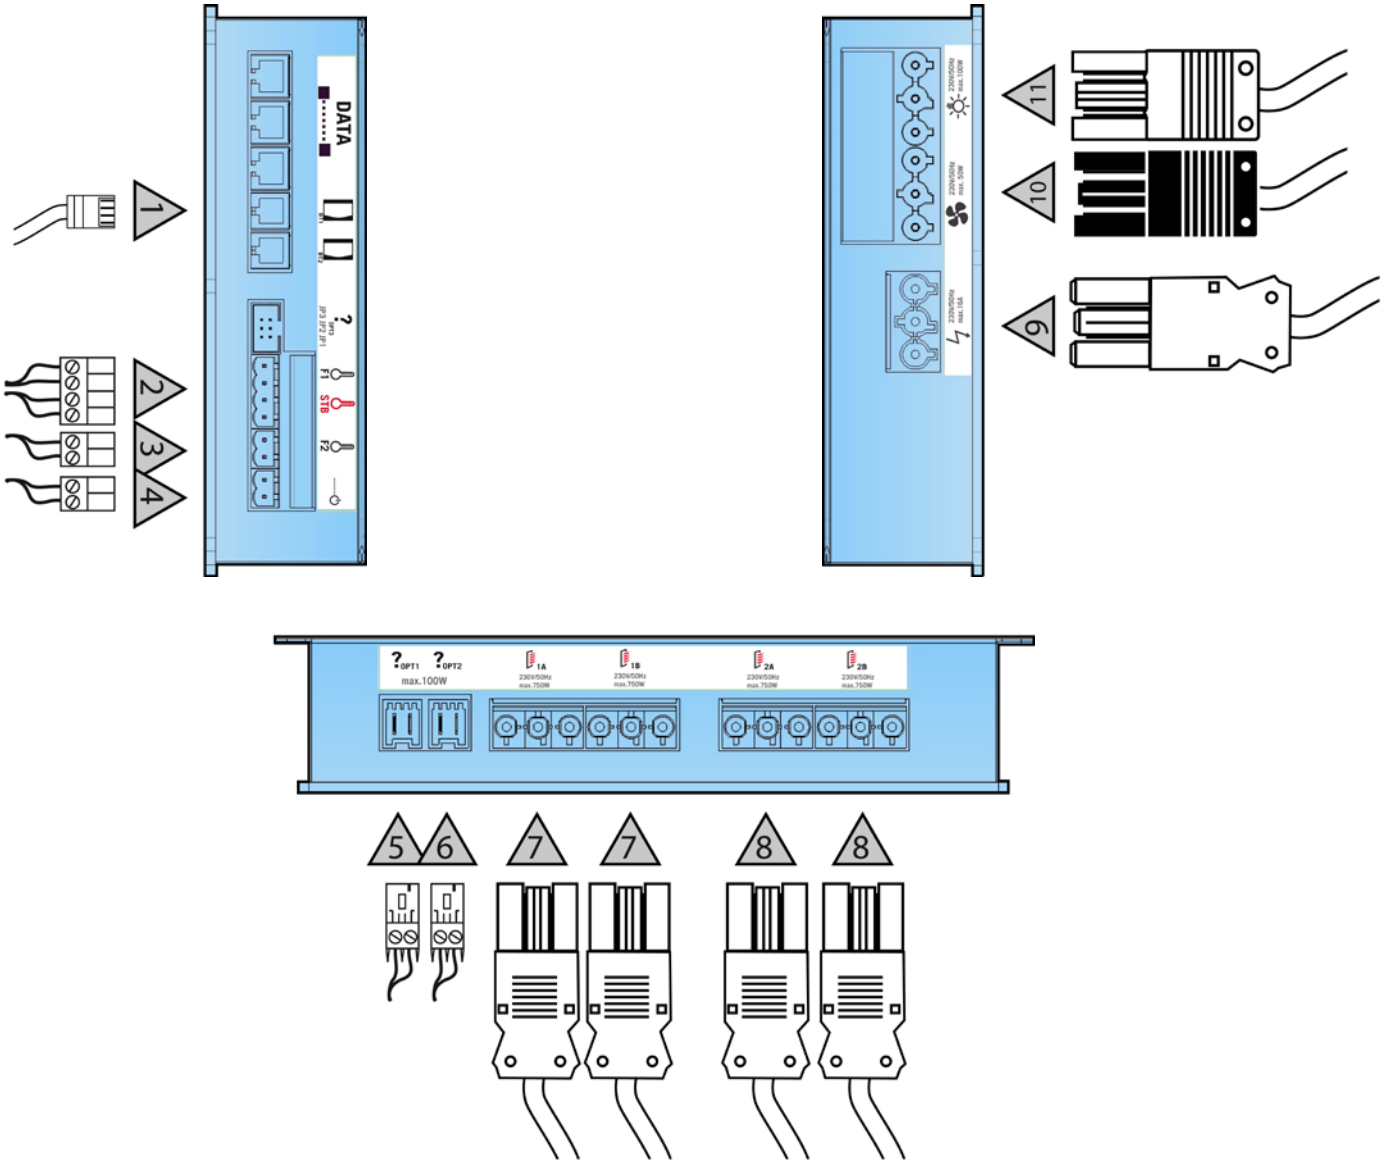

Fig. 2
2. Inserire il cavo dati RJ11 a 4 poli a lato della scatola sulla presa dell'elemento di comando a 4 poli (si veda Fig. 2).